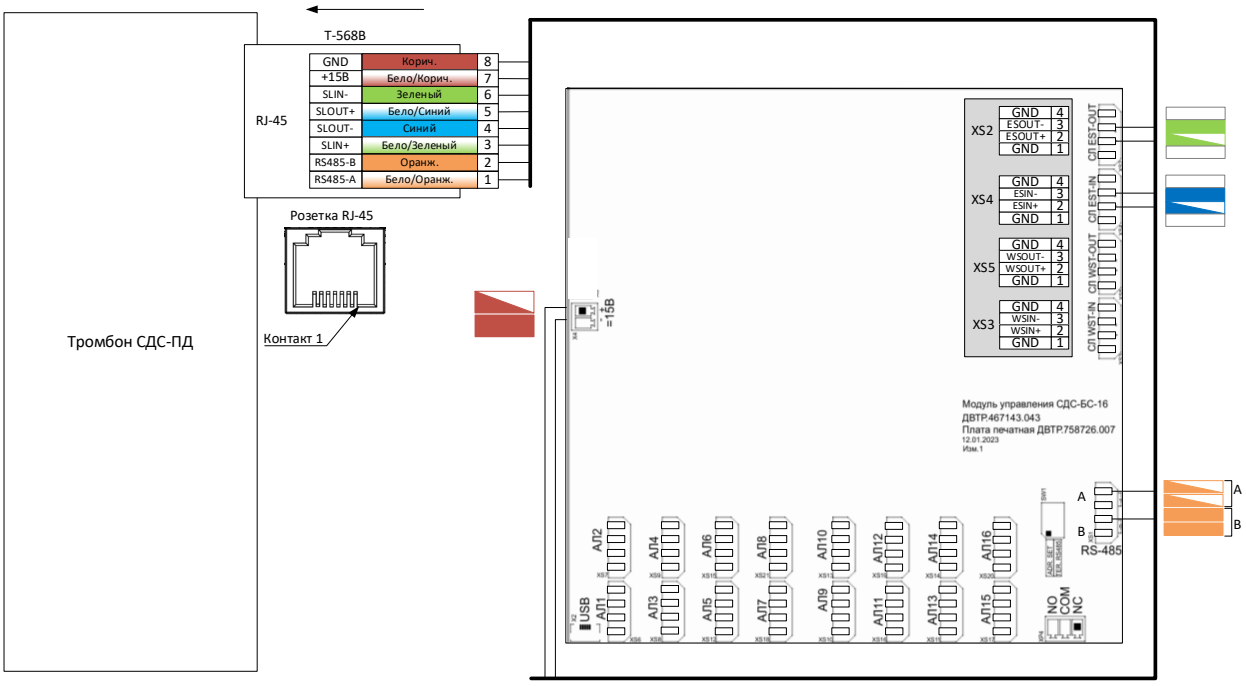
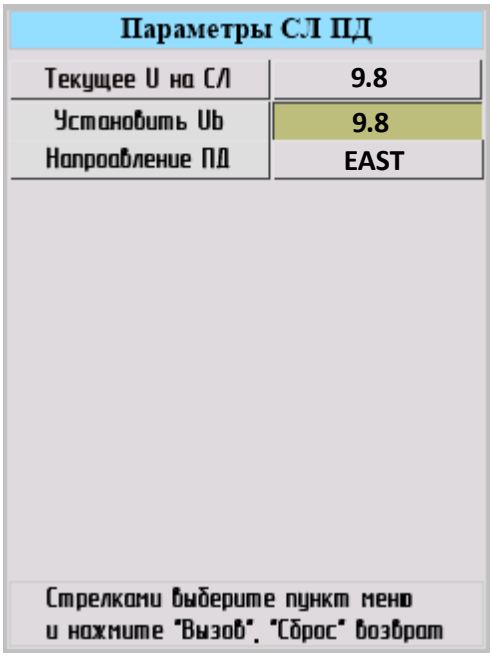

Рис. 3.1
Рис. 4.6
3.1 Соединить СДС-БС и СДС-ПД по схеме (рис. 3.1). Для соединения необходимо использовать кабель UTP 5e. На рис. 3.1 указана типовая цветовая маркировка кабеля UTP 5e.
В поле «Направление ПД» изменить значение на EAST. Поскольку СДС-ПД по схеме рис. 3.1 подключен к направлению EAST (рис. 4.6).